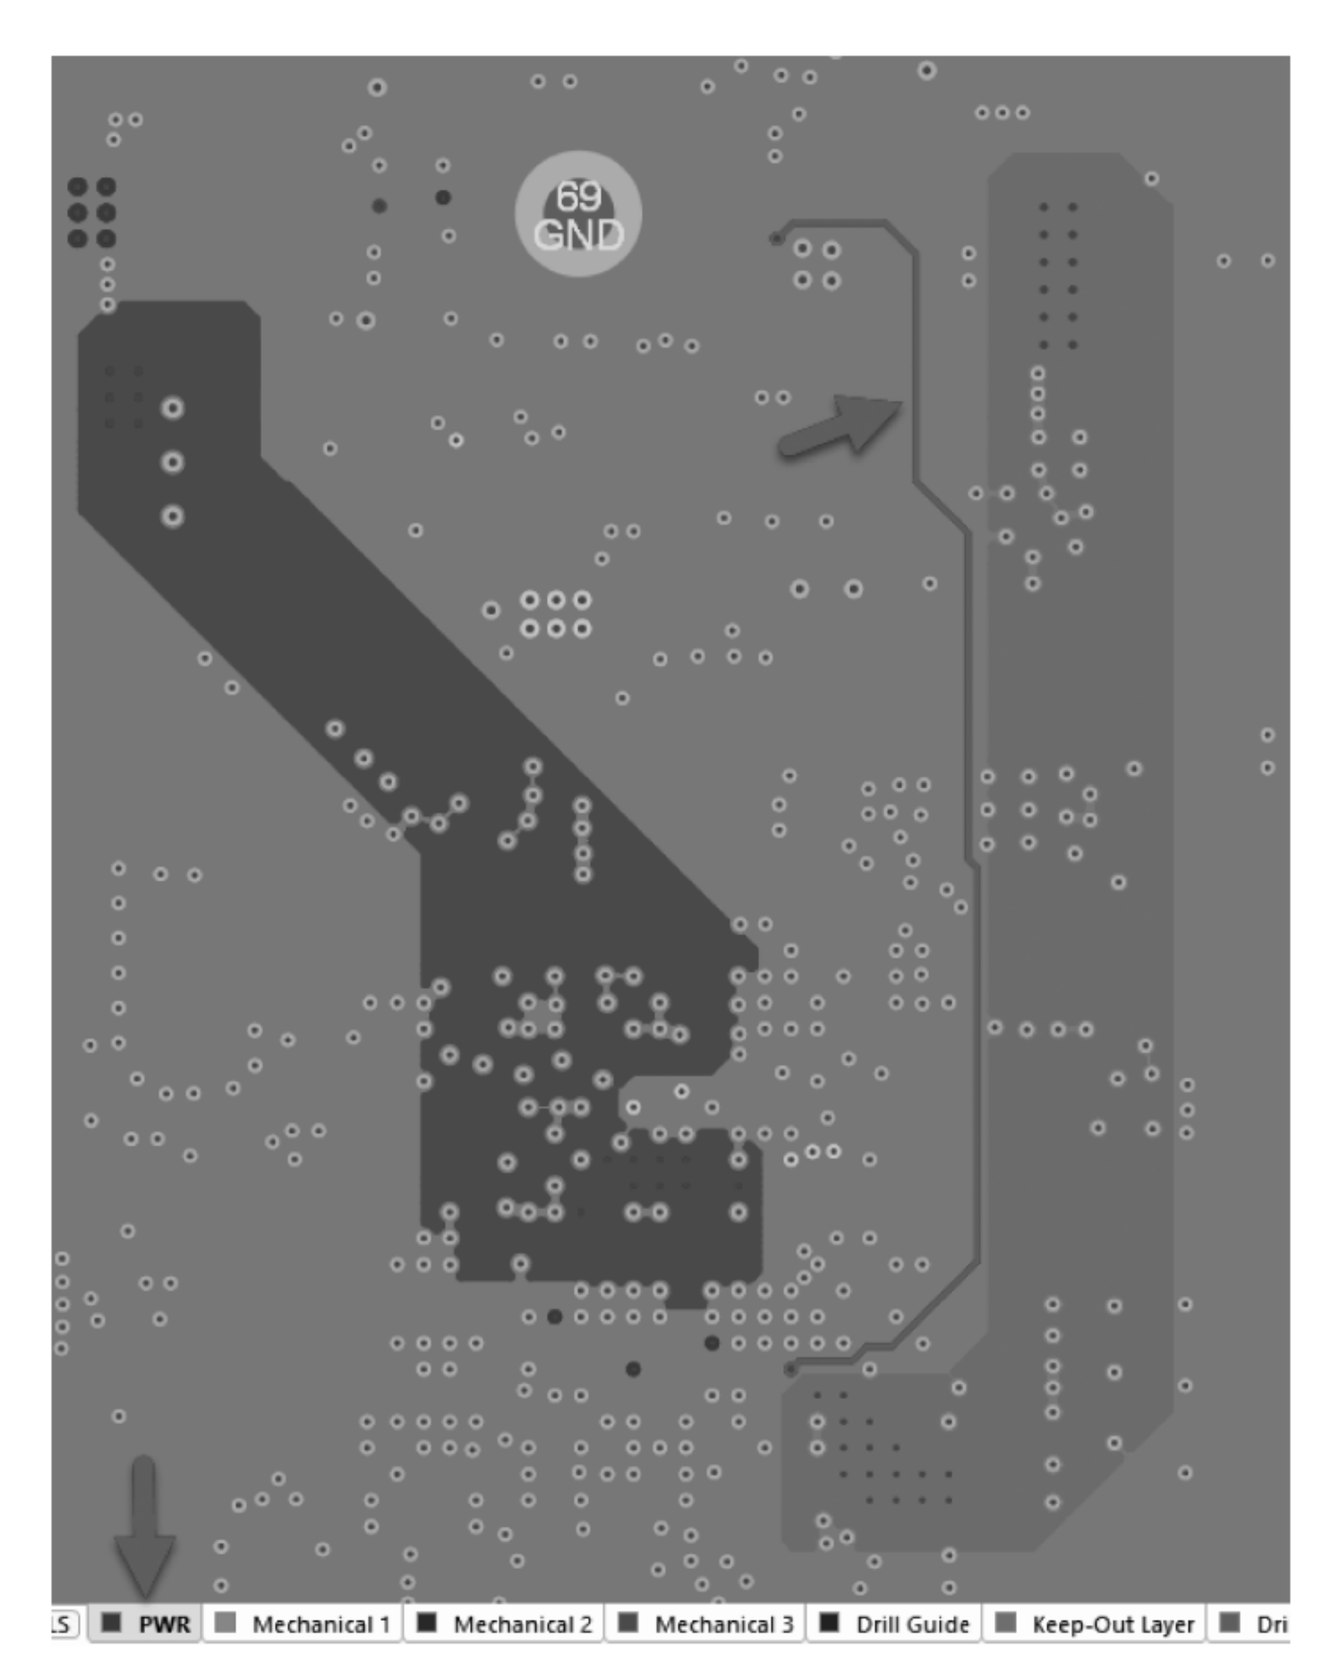

图 8-20　VDDFB-CPUX 走线处理
④ VDDFB-CPUX 是电源反馈信号，需远离板边及 DDR、CSI、SD CARD 等干扰信号走线，包地处理。从 Power 层远端铺铜处引出，与 VDD-CPUX 分割区域平行走线最好。如图 8-20 所示。同理，DCDC5(A)和 DCDC6(B)反馈线从主控端拉出。